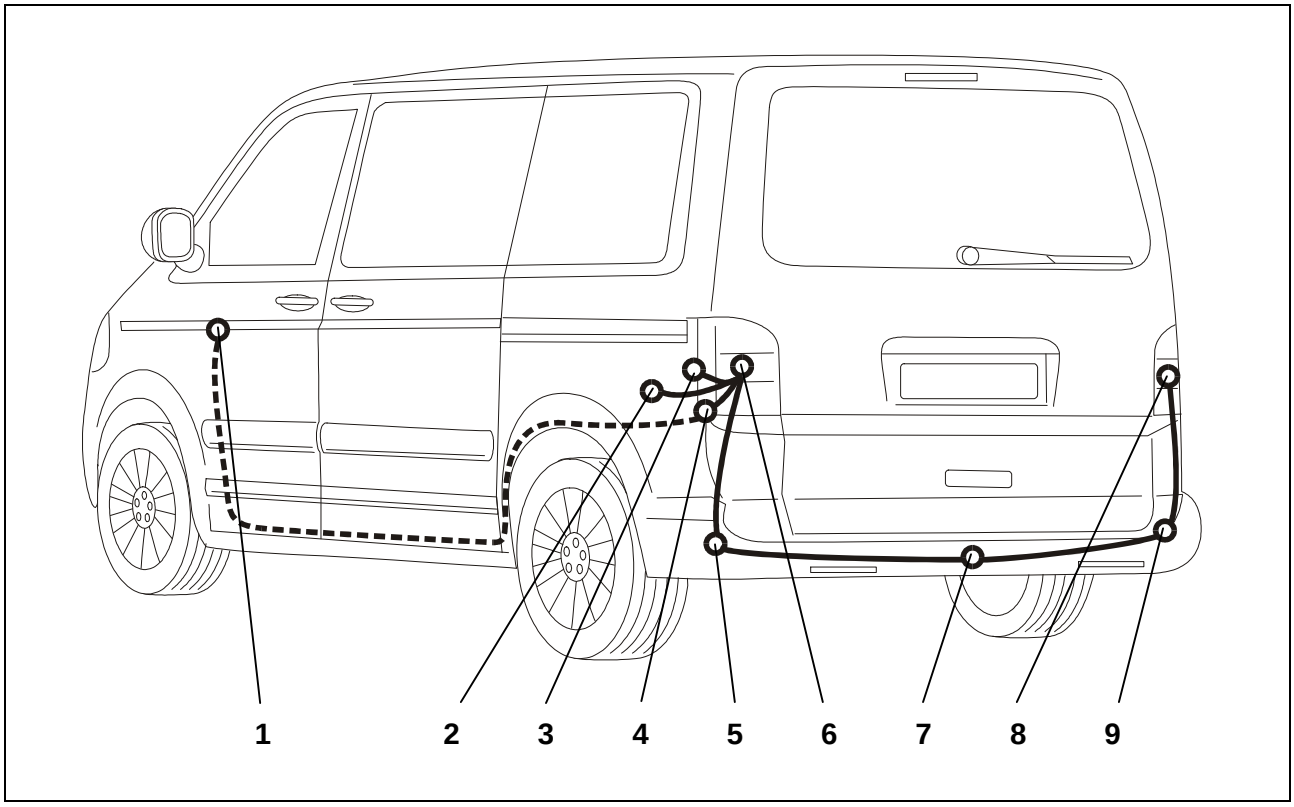

Fig. 1: Installation overview
3. Push the oval grommet to the inside near the left-hand tail light (Fig. 1/6) using the cable harness.
4. Remove the blanking plug of the cable leadthrough (Fig. 1/5).
5. Push a solid wire through the bottom cable leadthrough (Fig. 1/5) to the top cable leadthrough for the tail light (Fig. 1/6) until it comes out of the top cable leadthrough.
7. Pull the socket end of the cable harness through the cable leadthroughs to the bottom to the socket holder plate (Fig. 1/7).
12. Connect the remaining cables to the socket housing in accordance with the *Socket pin assignment plan* (Fig. 1/7) and push the rubber grommet towards the socket.